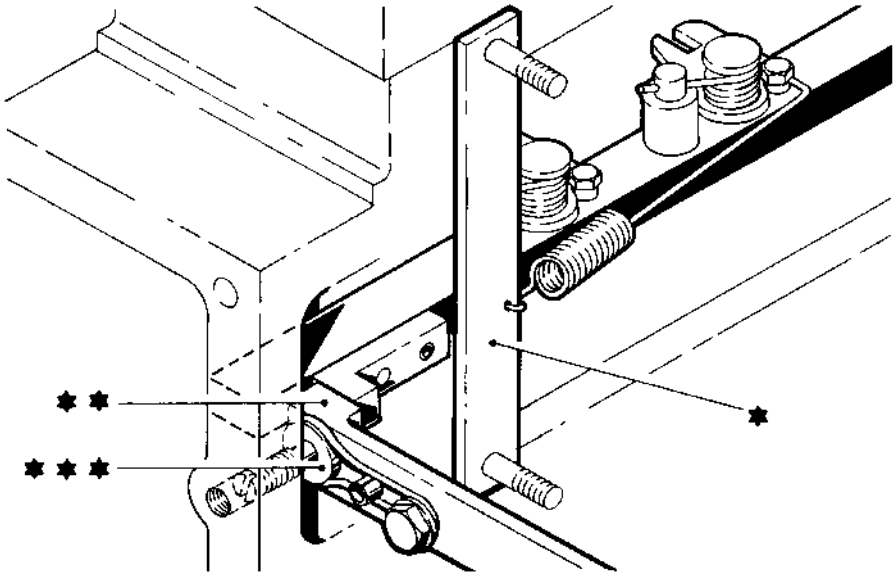
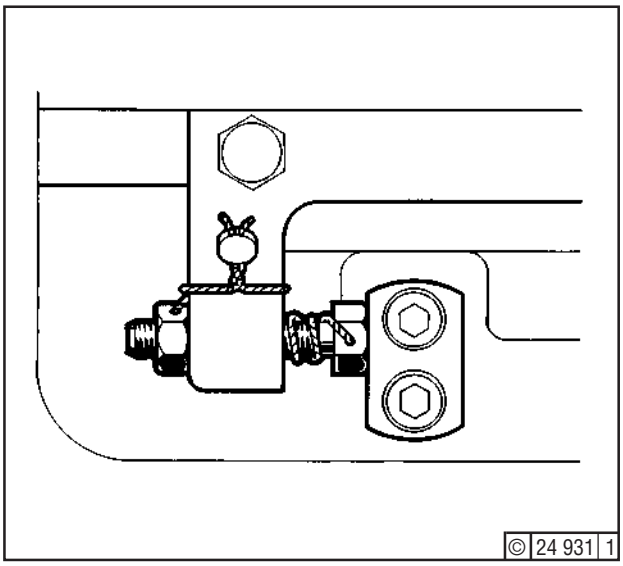

Fig. 7
Fig. 9
5. Use tools (*) - Fig. 7 - to pull control rods of all injection pumps against the gauges (**) contacting check stops (***) at points A18, A19 and A20. Leave tools (*) mounted for the time being.
Then, at the right-hand ends of the links (*) (point A25, A26), adjust the length of the link by means of the eccentric (**) so that the control rods contact the check stops without pressure, with the gauges inserted (see Fig. 7). Insert new cheese-head screws according to tightening specification, see "Specification Data", Section 3.5, line 60. If the setting at the right-hand eccentric is insufficient , rectify at the left-hand eccentric.
7. Remove tools (Fig. 7). Move linkage in the direction "Stop" until one or more stop screws abut at points C12, and C13 (Fig. 9).